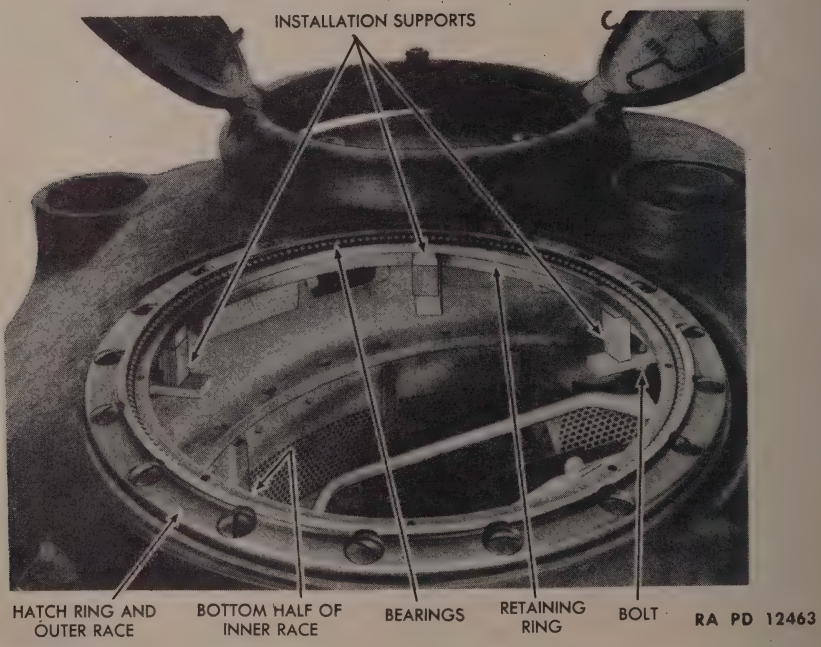

Figure 182—Method of Supporting Inner Race While Removing Hatch Ring
(1) Remove all but the two opposite cap screws ($^{9}/_{16}$-in. socket wrench) that hold the retaining ring and the lower half of the inside race to the upper half of the inside race. This is part of the turret hatch ring.
(2) Before removing the last two cap screws from the retaining ring, provide some means of supporting the ring so that it will not drop down and release all the ball bearings from the race. Three wooden supports (fig. 182) can be bolted into place on the left side of the ring, installing the bolts into the lower ends of the tapped holes for the outer race retaining bolts.